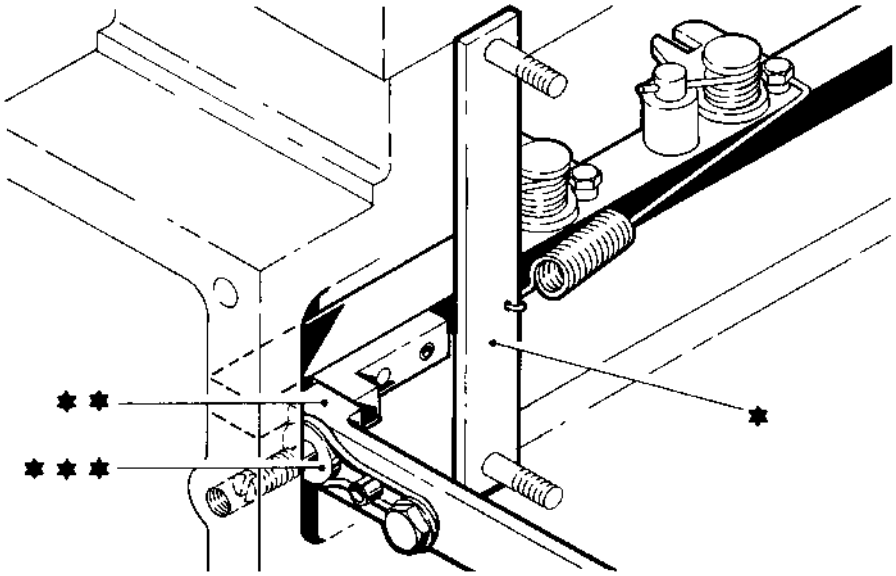
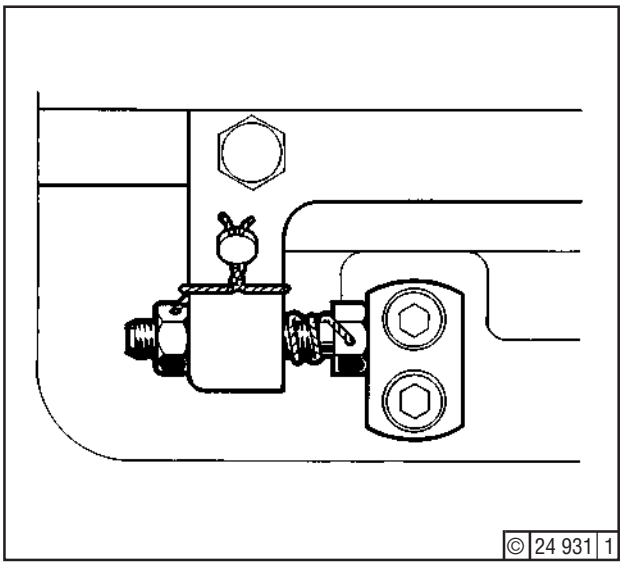

Fig. 7
Fig. 9
5. Use tools (*) - Fig. 7 - to pull control rods of all injection pumps against the gauges (**) contacting check stops (***) at points A18, A19 and A20.
Then, at the right-hand end of the link (*) (point A24), adjust the length of the link by means of the eccentric (**) so that the control rods contact the check stops without pressure, with the gauges inserted (see Fig. 7). Insert new cheese-head screws according to tightening specification, see "Specification Data", Section 3.5, line 60. If the setting at the right-hand eccentric is insufficient , rectify at the left-hand eccentric.
7. Remove tools (Fig. 7). Move linkage in the direction "Stop" until one or more stop screws abut at points C12, C13 and C14 (Fig. 9).